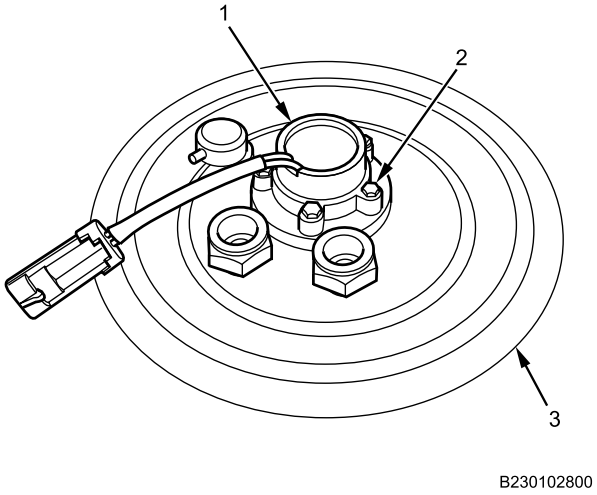

Figure 2. Fuel Level Sending Unit and Gasket Installation.
1. Apply sealant on five bolts (Figure 2, Item 2).
2. Install new gasket and fuel level sending unit (Figure 2, Item 1) on fuel tank (Figure 2, Item 3) with five bolts (Figure 2, Item 2). Tighten bolts securely.